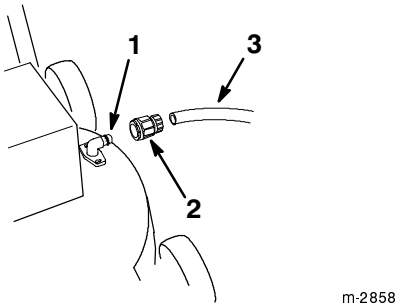

Bild 22
2. Bringen Sie eine Schnellkupplung (getrennt zu besorgen) am Ende des Gartenschlauchs an (Bild 22).
3. Bringen Sie die Kupplung am Spülanschluss des Rasenmähers an (Bild 22).